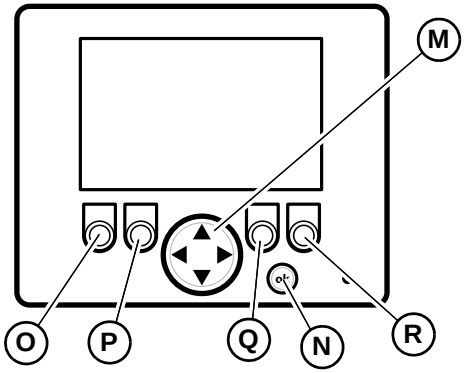

Figure 20 – Information Center Electronic Display
**Quad Gauge Display** Displays four different status parameters simultaneously. To change the displayed parameters, press and hold the ok button (N, Figure 20) until orange bar (T) displays. Press the left/right side of navigation rocker button (M, Figure 20) to select the parameter and press the top/bottom of navigation rocker button to change the selected parameter. Press the ok button again to dismiss orange bar (T).
**Single Gauge Display** Displays single real time operating parameters. Switch between parameters using the navigation button (M, Figure 20). Used for various functions, depending upon screen and context.
All Secondary Screens	Secondary screens are accessed by holding down the ok button (N, Figure 20) for 10 seconds while the Dual Gauge Display screen is displayed. Press the left/right side of navigation rocker button (M, Figure 20) to switch between secondary screens.
**Units Screen** Press the top/bottom of navigation rocker button (M, Figure 20) to switch between SAE or metric units for values displayed in screens.
**Language Screen** The press the top/bottom of navigation rocker button (M, Figure 20) to switch between English or Spanish language for values displayed in screens.
**DM1 Screen** Displays engine, drive system, control, and safety system error code message information. Number of available messages is displayed at the top left of the screen (T). Use buttons (P and Q, Figure 20) to scroll through the messages. See “Engine Diagnostic Trouble Codes (DTC)” on page 171 for specific error code details.
**DM2 Screen** Continuation of error code message display along with DM1 Screen. Number of available messages is displayed at the top left of the screen (T). Use buttons (P and Q, Figure 20) to scroll through the messages. See “Engine Diagnostic Trouble Codes (DTC)” on page 171 for specific error code details.